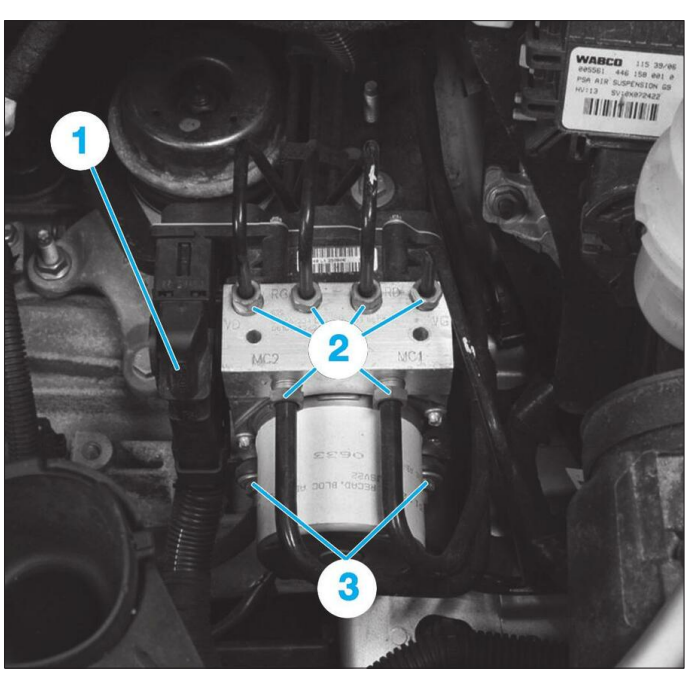

**Fig. 23**
• Débrancher le connecteur (1) du calculateur d'ABS **(Fig.23)**.
• Désaccoupler puis dégrafer les canalisations (2) du groupe électrohydraulique.
• Déposer les écrous (3) et le bloc hydraulique.